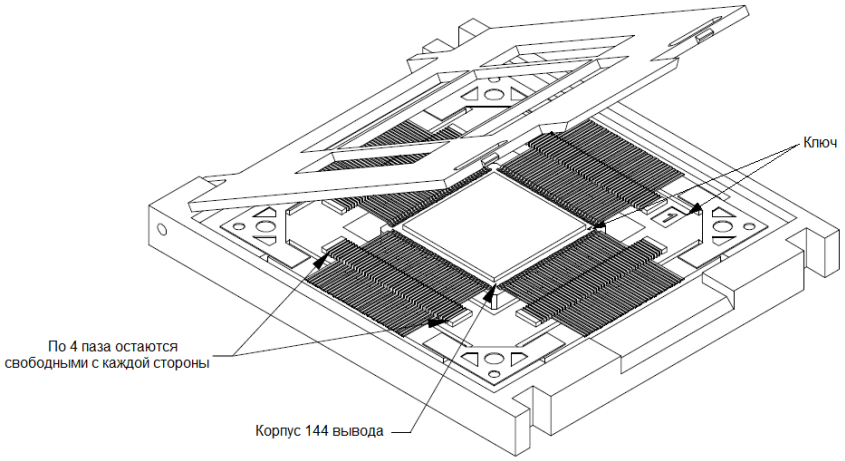

Рисунок 2. Расположение микросхемы в спутнике-носителе
- Вставьте микросхему в спутник-носитель (Рисунок 2);